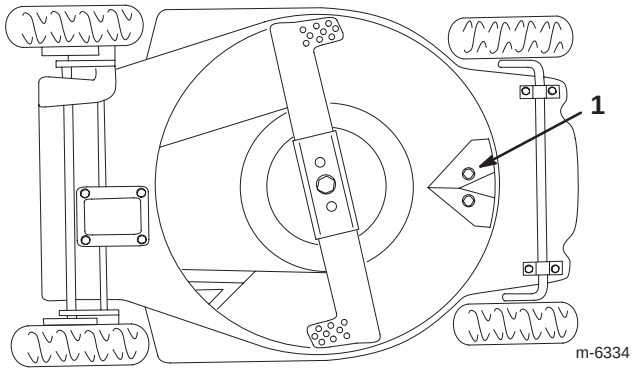

Bild 19
Halten Sie die Unterseite des Gehäuses sauber. Achten Sie besonders darauf, die Kicker sauber zu halten (Bild 19).
4. Kippen Sie den Rasenmäher auf seine **linke** Seite (Bild 19).